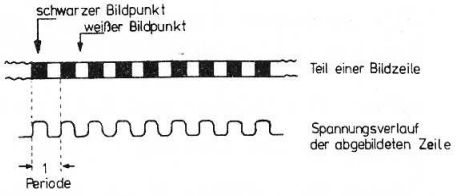

Abb. 163
B) Um möglichst viele feine Einzelheiten vom Geschehen vor der Kamera übertragen zu können, wird das Bild in ca. 400 000 Bildpunkte zerlegt. Da 25 vollständige Bilder pro Sekunde ausgestrahlt werden, sind das 400 000 x 25 = 10 000 000 Bildpunkte pro Sekunde. Eine Wechselspannungsperiode besteht aus 2 Bildpunkten (Abb. 163). Dementsprechend ist die maximale Frequenz der zu übertragenden Bildwechselspannung